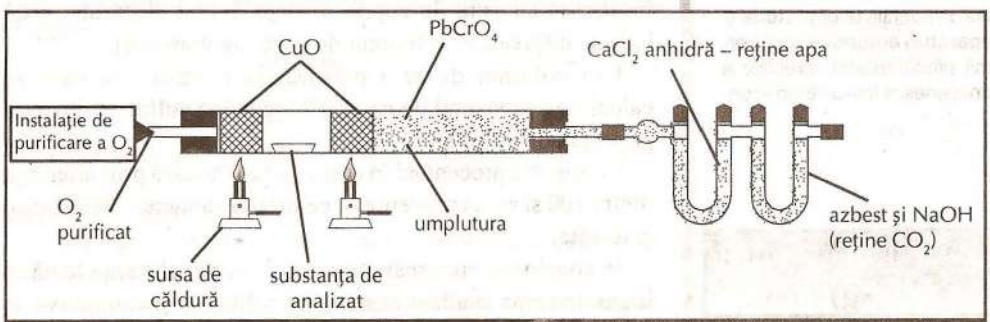

Fig. 9 Instalație pentru analiza elementară cantitativă
– vasele de absorbție a apei și dioxidului de carbon (fig. 9)